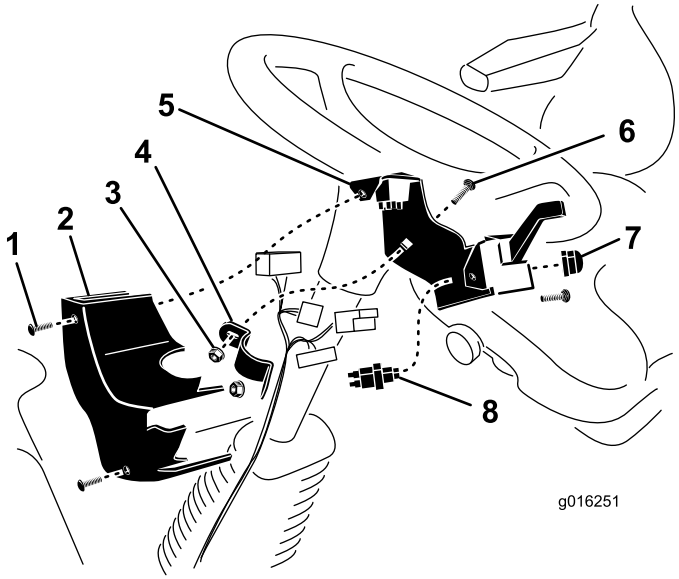

Figura 5
1. Montate l'interruttore del clacson sulla staffa del piantone con il pulsante del clacson in **gomma** (Figura 5). Non utilizzate il pulsante d'argento incluso con il clacson.
2. Montate il gruppo staffa del piantone sulla parte posteriore del piantone per mezzo del supporto della staffa, di (2) viti a testa tonda 3/8 x 1 poll. e dadi flangiati 3/8 poll. Posizionate la staffa più in alto che potete sul piantone, come illustrato in Figura 5. Accertatevi che la staffa del piantone non interferisca con il volante.
3. Dopo aver collegato il cablaggio elettrico agli interruttori, montate il coperchio del piantone sulla staffa del piantone mediante (2) piastrine per vite autofilettante e (2) viti (Figura 5).